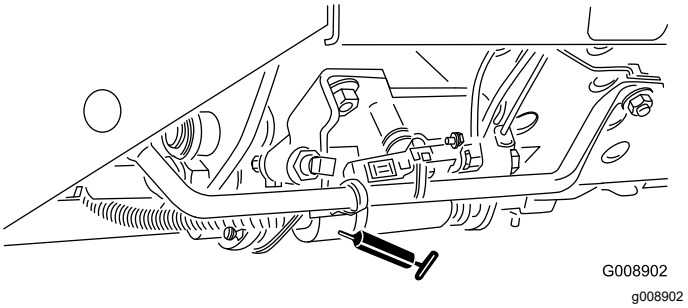

Figur 53
- Klippe/transportskyder (Figur 53)